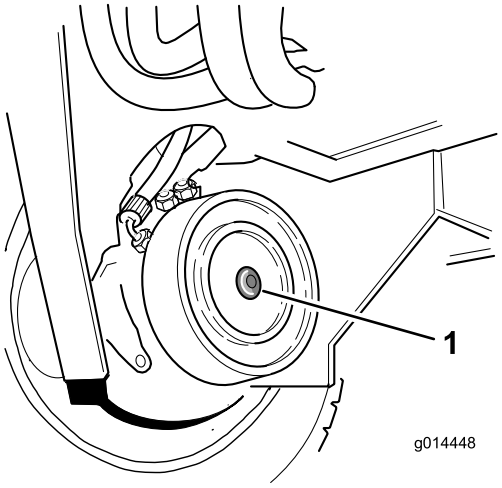

Figur 41
2. Find motorskivebremsesamlingen på højre forhjul, og fjern den sekskantede prop (Figur 41).